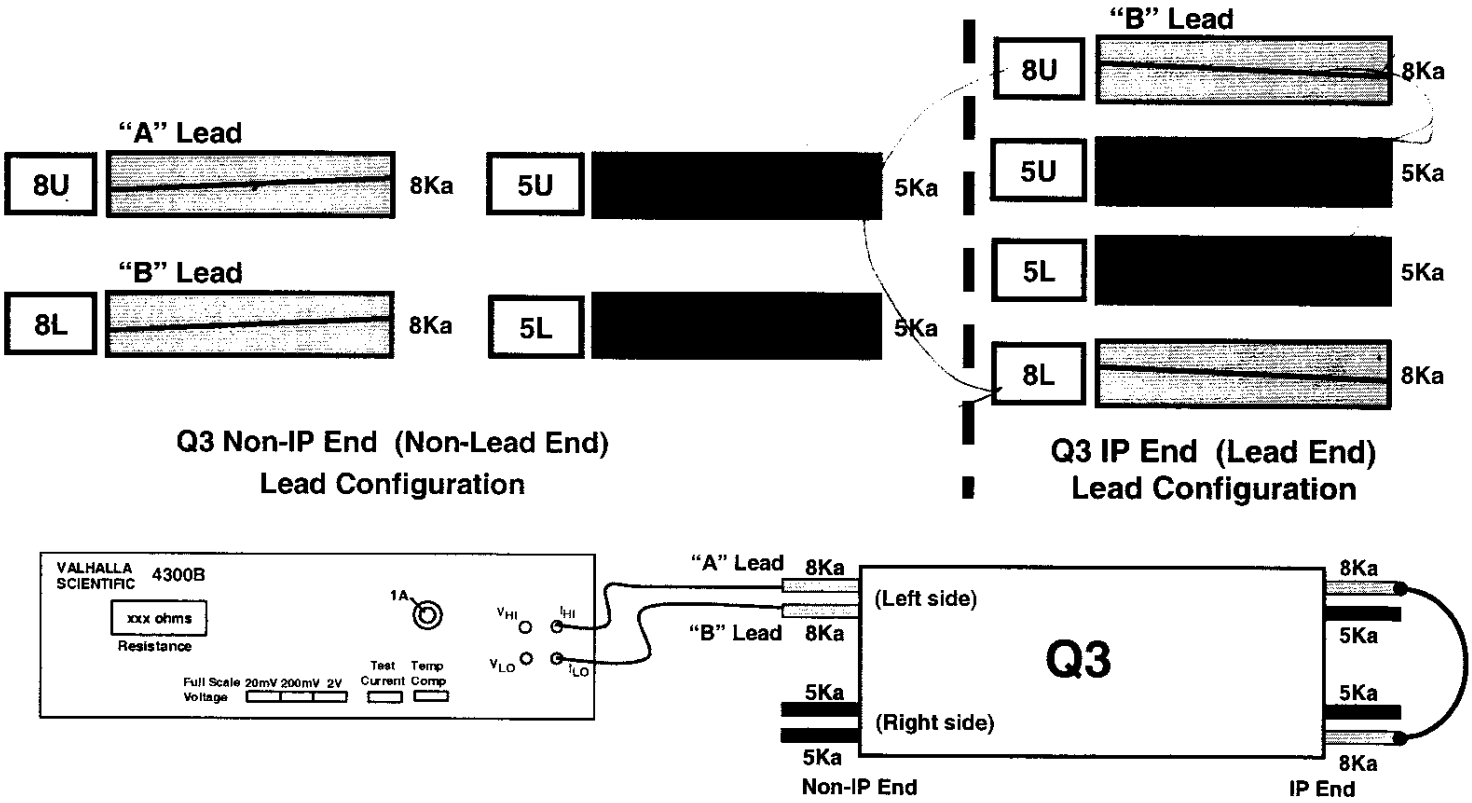

Figure 16.1-A
6. Connect I_{HI} to "A" Lead as shown in figure 16.1-A.
7. Connect I_{LO} to "B" Lead as shown in figure 16.1-A.
11. At the IP End, jumper the 8Ka leads as shown in Figure 16.1-A.